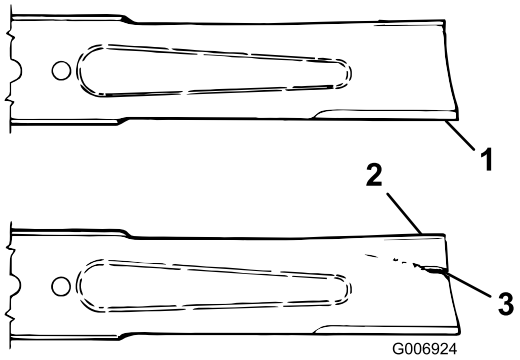

Figur 69
2. Undersök knivseggarna noggrant, i synnerhet där knivens flata och böjda del möts (Figur 69). Kontrollera kniven innan du använder gräsklipparen eftersom sand och slipande material kan slita bort metallen som förenar knivens flata och böjda delar. Om du upptäcker slitage (Figur 69) ska du byta ut kniven. Se Demontera klippenhetskniven.
Om du låter en kniv bli sliten bildas ett spår mellan seglet och knivens flata del (Figur 69). Till slut kan en bit av kniven gå av och slungas ut från under kåpan och kanske skada dig eller någon kringstående allvarligt.